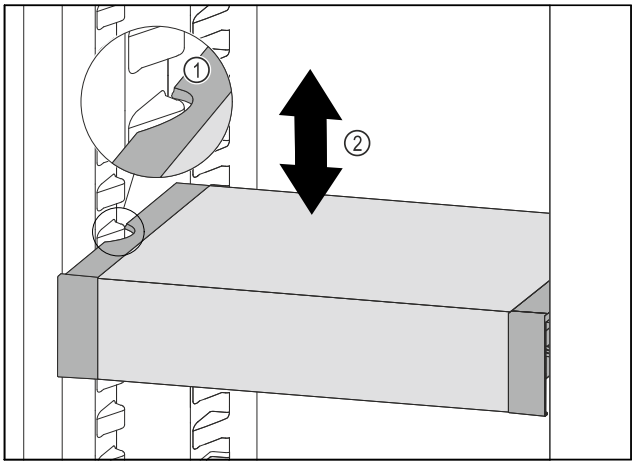

Fig. 167
▶ Pull VarioSafe forwards until the recesses in the side of the VarioSafe are at the level of the support rib in the refrigerator compartment. *Fig. 167 (1)*
▶ Move VarioSafe up or down in the refrigerator compartment until the desired height is reached. *Fig. 167 (2)*